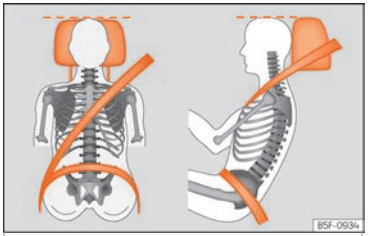

Fig. 89 Correctly adjusted head restraint as viewed from the front and the side.
- Adjust the head restraint so that its upper edge is, as far as possible, at the same level as the top of your head, or at the very least, at eye level **››› Fig. 89**.